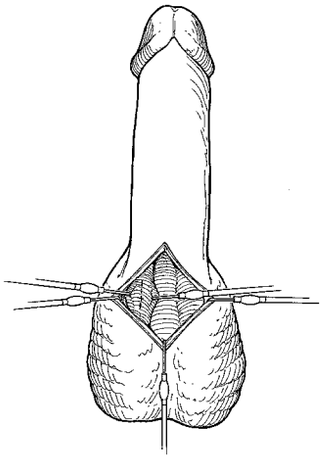

Figure 4-3. Penoscrotal: Retract Corpus Spongiosum
3. For the penoscrotal approach, laterally retract the corpus spongiosum to avoid damaging the urethra (**Figure 4-3).**